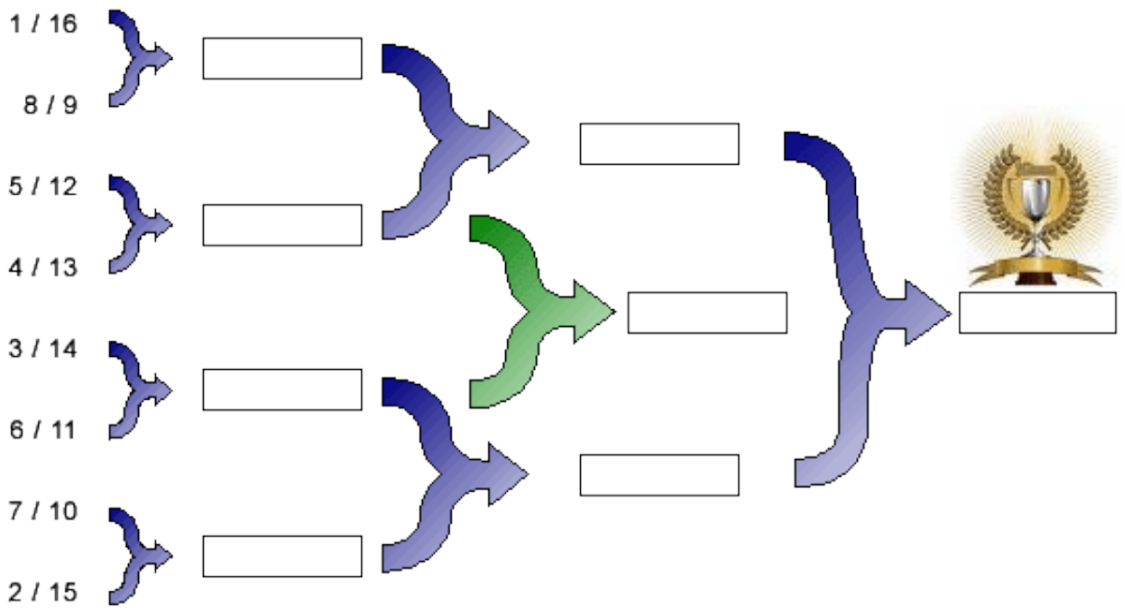

FIGURE 14 – Exemple de schéma de la phase finale
Chaque équipe vainqueure de son match de barrage sera intégrée au tableau principal de la phase finale de la rencontre (B). À l'issue de la phase de barrage, l'arbre de la phase finale de la rencontre (B) présenté Figure 14 pourra être revu afin de représenter plus fidèlement le niveau de chaque équipe.